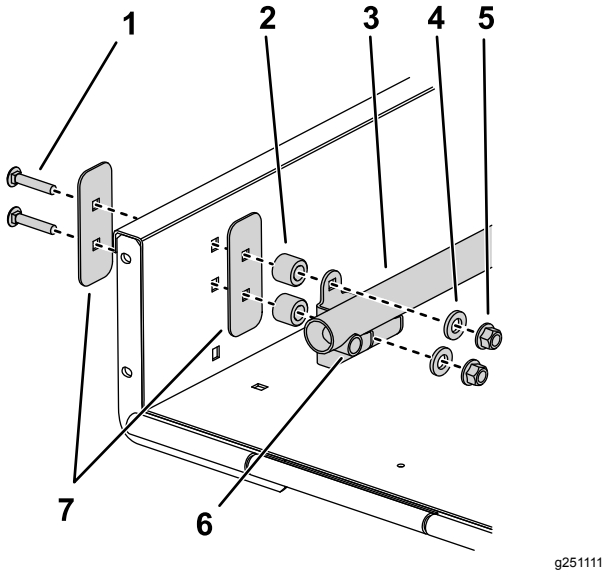

Figur 1
3. Monter rørenhederne med de 4 afstandsbøsninger mellem rørenhedens monteringsbeslag og anhængerens vægge vha. de 4 bræddebolte fra sættet (Figur 1).